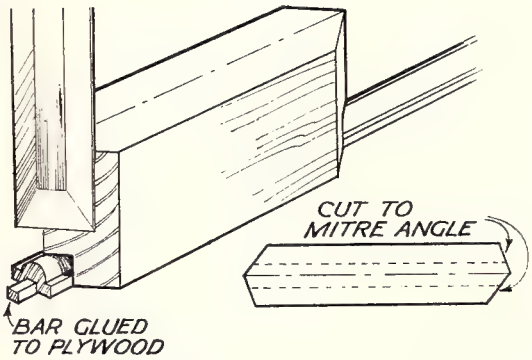

FIG. 6. CHISEL USED AGAINST TEMPLATE FOR CUTTING MITRES
For the chisel method make a template as in Fig. 6 and use the chisel against this. As the wood above the groove is liable to splinter away under pressure, trim a piece of the wood to be used for the bars to the groove depth, and glue it to the board. Use a fair length because you will gradually cut it away as you mitre the moulding. In the case of small independent squares in the design, these can be mitred around a thin block pinned to the plywood as at (A), Fig. 4. For some of the longer members it is a help to knock in fine pins at each side of the mouldings to hold them in position. In the case of the framework moulding, this will have to be chiselled. Work to mitre lines drawn in on the panel.